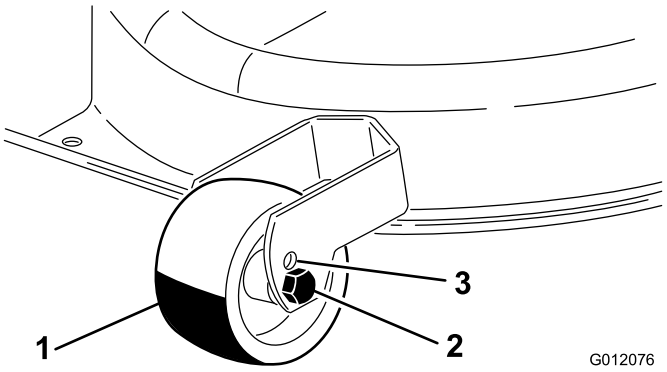

Figur 10
- Hvis du bruger klippehøjdeindstilling 1 eller 2, skal du sætte følerhjulene i det øverste (højeste) hul i hjulbeslagene (Figur 10).
- Hvis du bruger klippehøjdeindstilling 3 til 7, skal du sætte følerhjulene i det nederste (laveste) hul i hjulbeslaget (Figur 10).